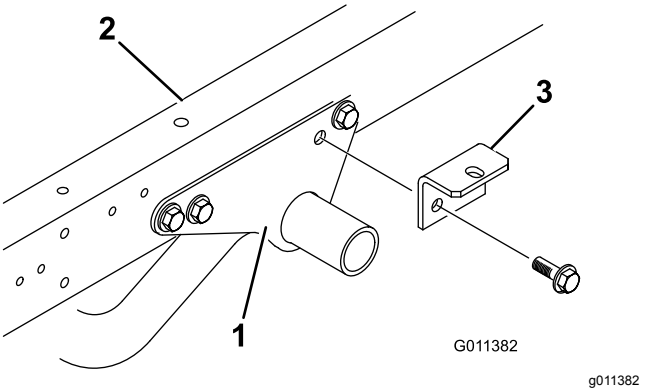

Figur 5
1. Fjern de to flenshodeskruene og flenslåsemutterne som fester bakdelen av hver monteringsbrakett for motorrammen til hver side av kjøretøysrammen (Figur 5).
2. Fest en tilbehørsbrakett løst på hver monteringsbrakett for motorrammen og kjøretøyrammen med de to flenshodeskruene og flenslåsemutterne som ble fjernet tidligere (Figur 5).